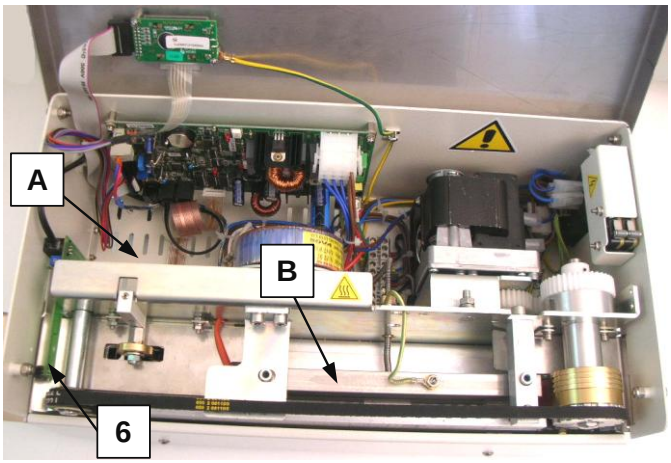
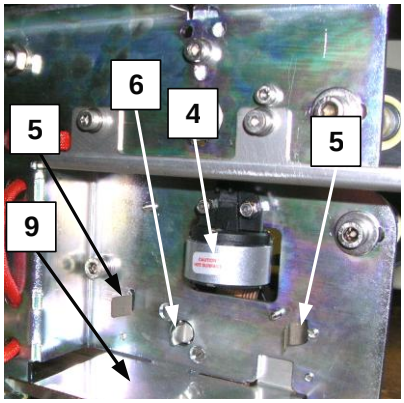
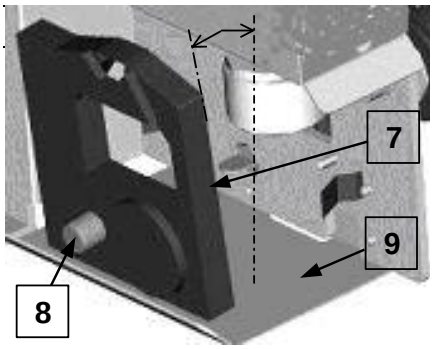

fig.4.2
fig.4.3
fig.4.4
La macchina è dotata di una stampante elettronica (n.4-fig.4.3) del tipo ad aghi con cassetta nastro (n.7-fig.4.4).
L'azionamento della stampa è comandato elettronicamente dalla fotocellula di ingresso (n.6-fig.4.2) che esegue l'input di stampa non appena la busta è completamente transitata sotto il suo campo di lettura. Se la stampa è abilitata dal pannello comando (cfr. par. 3.2.2), la stampante imprimerà i dati impostati sulla busta prima che questa esca dalla macchina.
QUALORA LA MACCHINA FOSSE STATA SPENTA DA POCO TEMPO, PER EVITARE USTIONI NON TOCCARE LE BARRE SALDANTI (pos.B-fig.4.2).
- introdurre la cassetta nastro (n.7-fig.4.4) nel vano della zona di stampa (pos.A-fig.4.2)
- appoggiare la cassetta sulla lamiera di guida (n.9-fig.4.4): tenerla leggermente inclinata verso il retro della macchina (vedi fig.4.4)
- dopo aver individuato le due mollette di aggancio (n.5-fig.4.4), ruotare leggermente la cassetta ed inserirla nella molletta più interna
La paletta dell'albero di trasmissione stampa (n.6-fig-4.3) deve essere inserita senza forzature nel rotore della cassetta nastro (n.8-fig.4.4): qualora ci fossero impedimenti all'inserimento, ruotare leggermente il rotore e riprovare l'inserimento.
Attenzione: ***per evitare la rottura della cassetta nastro, il suo rotore (n.7-fig.4.4) deve essere ruotato solo nella direzione della freccia indicata sulla cassetta nastro stessa.***
- afferrare la cassetta nastro ed estrarla dalle due mollette di aggancio (n.5-fig.4.4)